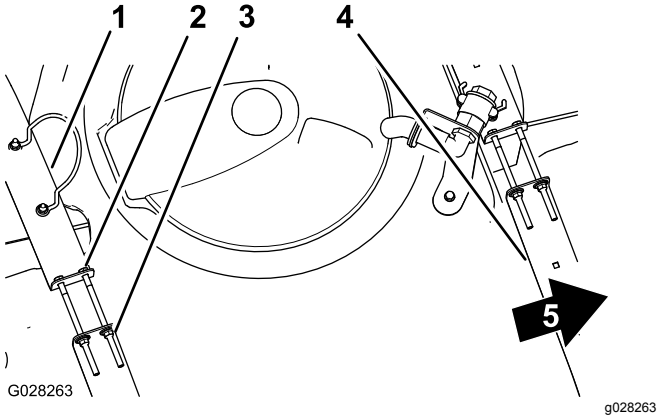

**Figur 68**
2. Sjekk om det er bevegelse mellom tankstroppene og tanken (Figur 68).
3. Hvis tankstroppene er løse, strammer du flenselåsemutterne og boltene øverst på stroppene til de er plan med tanken (Figur 68).